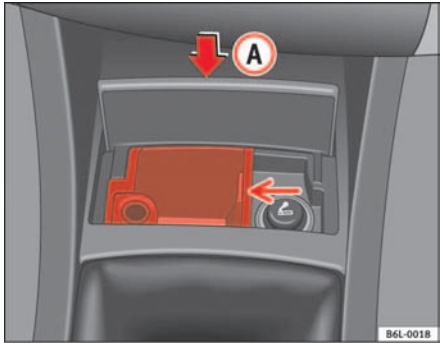

Fig. 81
– Press the lower part of the ashtray cover (A) ⇒ fig. 81 and it will open automatically with a spring action.